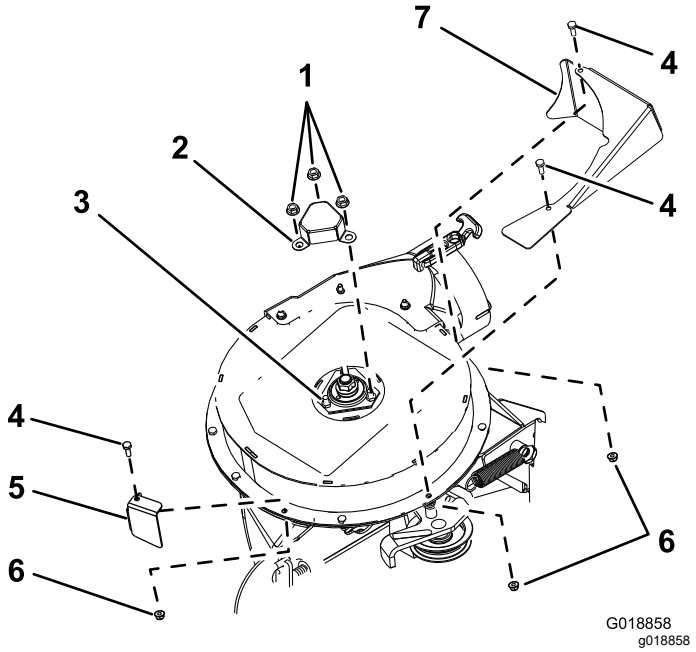

Figur 13
1. Ret CE-akslens afskærmning ind efter de 3 bolte og 3 møtrikker, der fastgør det øverste lejehus (Figur 13).
2. Monter CE-akslens afskærmning på blæseren med de 3 takkede møtrikker (Figur 13).
1. Ret den fremadrettede CE-afskærmning ind efter det øverste blæserhus (Figur 13).
2. Fastgør den forreste CE-afskærmning til det øvre blæserhus med en sekskantbolt (¼" x ¾") og en låsemøtrik (¼"), som vist i Figur 13.
3. Ret CE-strammerens afskærmning ind efter det øverste blæserhus (Figur 13).
4. Fastgør CE-strammerens afskærmning til det øvre blæserhus med 2 sekskantbolte (¼" x ¾") og 2 låsemøtrikker (¼") som vist i Figur 13.